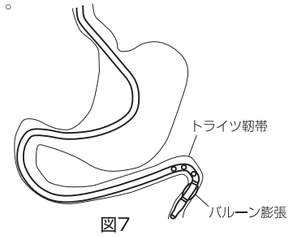

図7
16. バルーンを滅菌蒸留水により膨張させる。注入量は30mL以下とする（**図7**）。